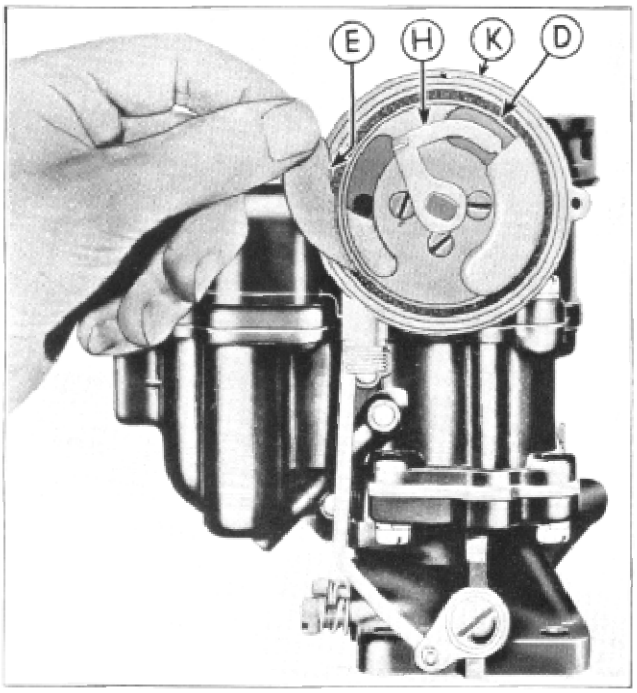

Figure 27
(80) Remove thermostatic coil and cover assembly.
(81) The choke valve should fall wide open of its own weight. If it does not, free up any binding on the shaft of valve and clean the bakelite piston.
(82) Loosen the three piston plate screws and withdraw the screen (E) (Figure 27), clean and replace with hole in screen at top.
(83) See that flexible tube from manifold is properly connected to piston plate housing and that there are no air leaks at this point.
(84) Reassemble thermostatic coil and housing and readjust.